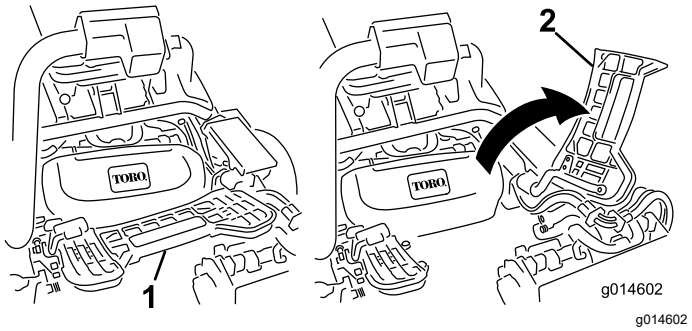

Figuur 51
2. Klap de voetsteun omhoog zodat u bij het middelste maai-eenheid kunt (Figuur 51).